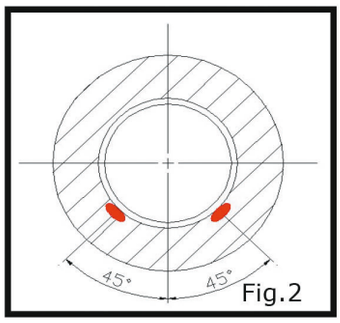

Fig.2
- Longitudinalmente sotto la tubazione, 2 o più mt di cavo per ogni mt di tubazione (fig.2)
- Verticalmente per serbatoi di grandi dimensioni (fig. 2)